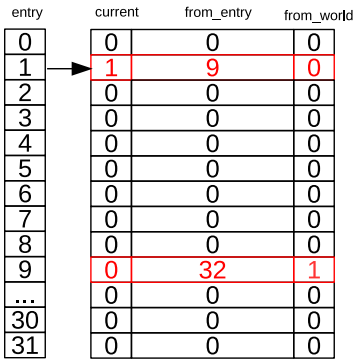

图 15.5-3. 中断嵌套流程示意图 - 1 号入口
2. 接着，1 号入口监测到一个更高优先级的中断。CPU 开始执行 1 号中断的入口地址时，世界切换记录表再次发生更新，如图 15.5-3 所示：